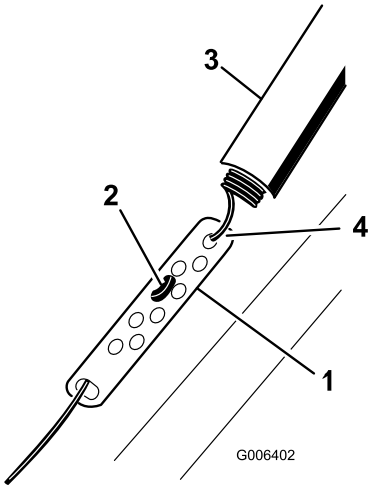

Figur 9
1. Skyv fjærdekselet opp og hekt løs fjæren fra justeringskoblingen (Figur 9).
2. Beveg Z-anordningen til et høyere eller lavere hull på justeringskoblingen for å få en avstand på 2 mm til 3 mm mellom kontrollbøylen og håndtaket (Figur 9).